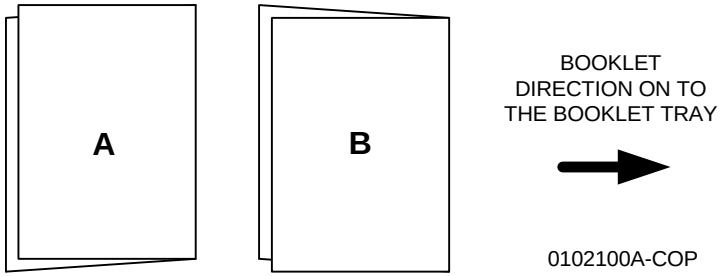

Figure 2 Type of skew
b. Observe the booklet as it comes out on to the Booklet Tray (Figure 2) and determine the type of skew.